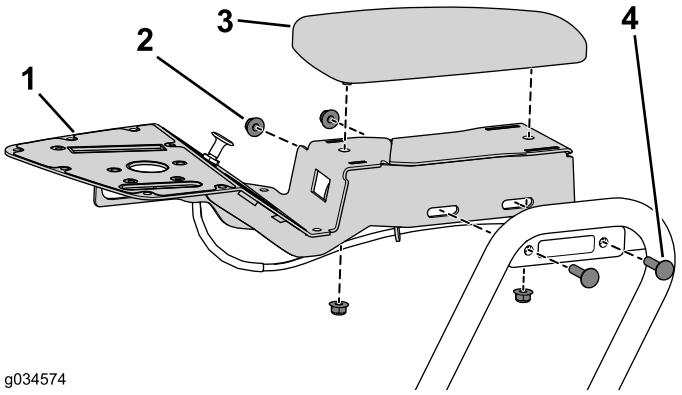

Figur 14
1. Ta bort de två vagnsskruvarna och flänsmuttrarna som fäster konsolenheten vid konsolens fäste (Figur 14).
2. Ta bort de två flänsmuttrarna som fäster armstödet på konsolenheten (Figur 14).